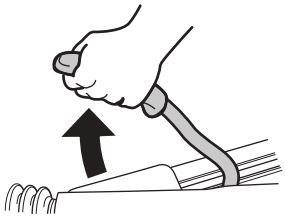

Fig. 8
- ► Azionare il freno di stazionamento (Fig. 8) e/o fissare gli pneumatici con cunei.